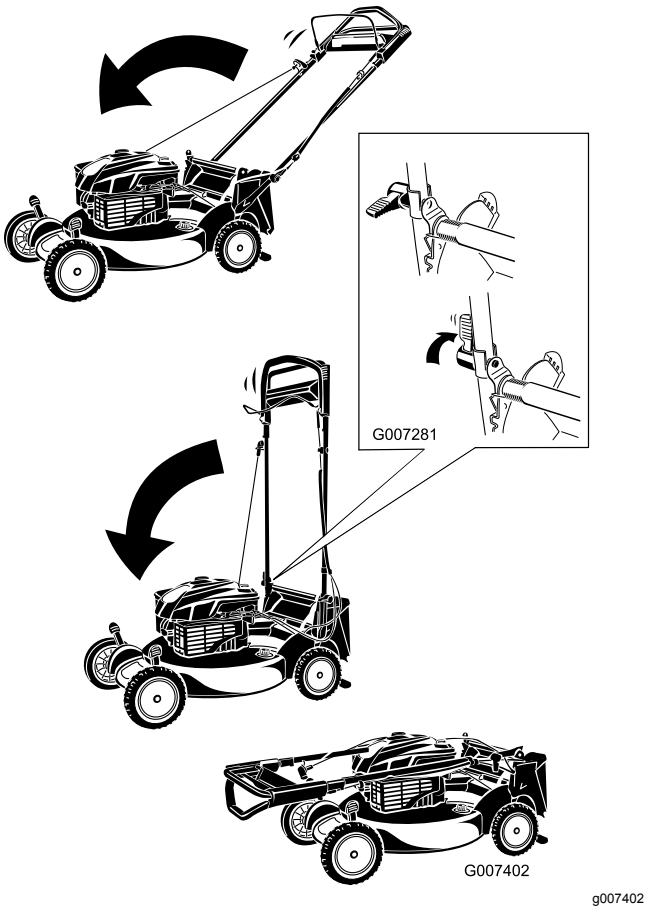

Figur 46
1. Roter håndtaket forover (Figur 46).